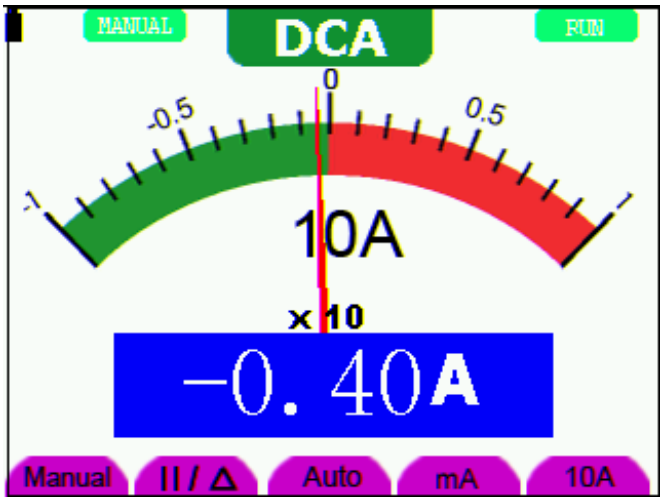

图 26：直流电流10A量程测量界面
5. 按 **F4** 键，量程将返回 400mA 量程。见图 26：